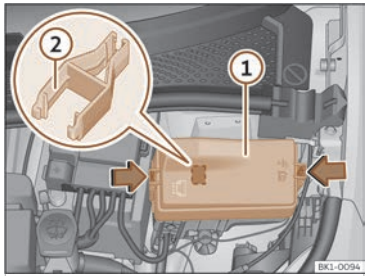

Fig. 181 In the front compartment: fuse box cover.
- Press the locking tabs to unlock the fuse box cover ››› Fig. 181 ①.
In the fuse box there may be plastic tweezers for removing fuses ››› Fig. 181 ②.